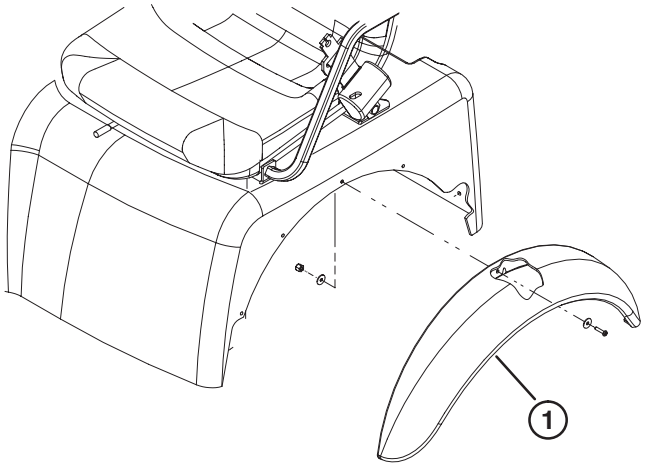

Figure 5
1. Alignez les cinq trous de montage de l'aile sur les trous présents de chaque côté du châssis (Fig. 5).
2. Montez une aile de chaque côté du châssis au moyen de (5) vis 10 x 3/4", (10) rondelles plates et (5) contre-écrous No. 10. Placez une rondelle près de la tête de vis et du contre-écrou.